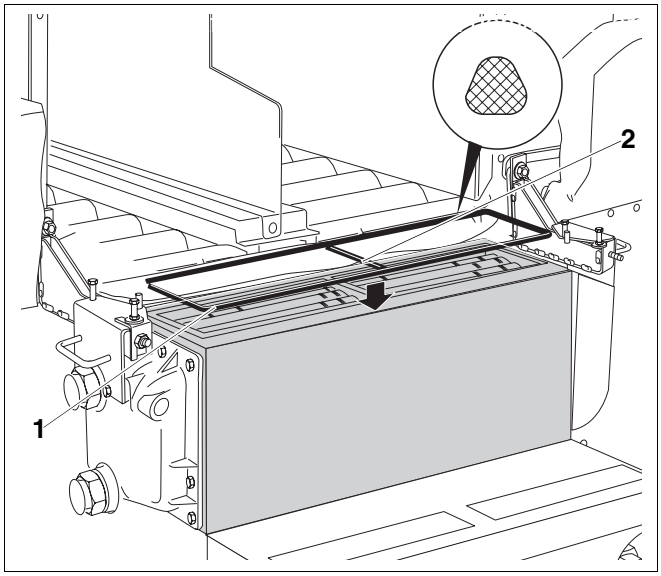

Afb. 49 Dichting controleren
- Controleer of de dichting (afb. 49, **pos. 1**) correct geplaatst is.
- Als de dichting (afb. 49, **pos. 1**) in de fabriek niet opgekleefd werd of als de dichting (afb. 49, **pos. 1**) niet correct geplaatst werd, moet u de bijgeleverde zelfklevende conische dichting tussen de interface van de condensatie-eenheid en de trekonderbreker over de gehele omtrek aan de binnenzijden en op de middensteun (afb. 49, **pos. 1** en **2**) kleven.